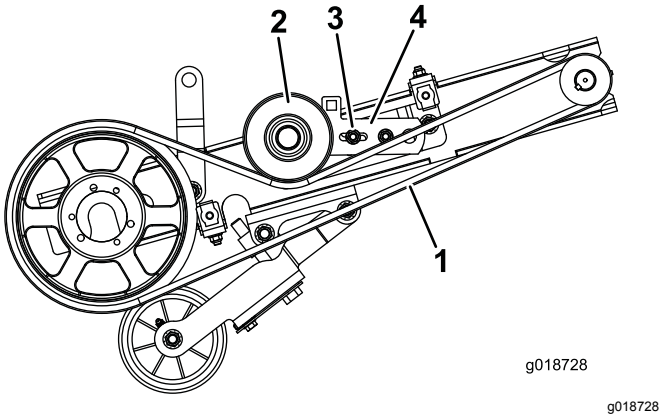

**Figur 24**
1. Fjern mutteren og bolten som fester lederullbraketten (bolt i hull med spor i braketten) til spenningsjusteringsbraketten (Figur 24).
4. Fjern det nedre remvernet og spoledrivremmen (Figur 24).